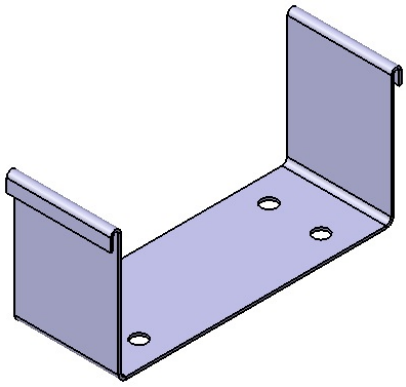

Figure 15-142 *Model after creating two hems*
e. Create hems on the two flanges and then create the cutout feature by using the **Cut Out** tool, refer to Figures 15-142 and 15-143.
6. Similarly, create the hem on the other flange, as shown in Figure 15-142.